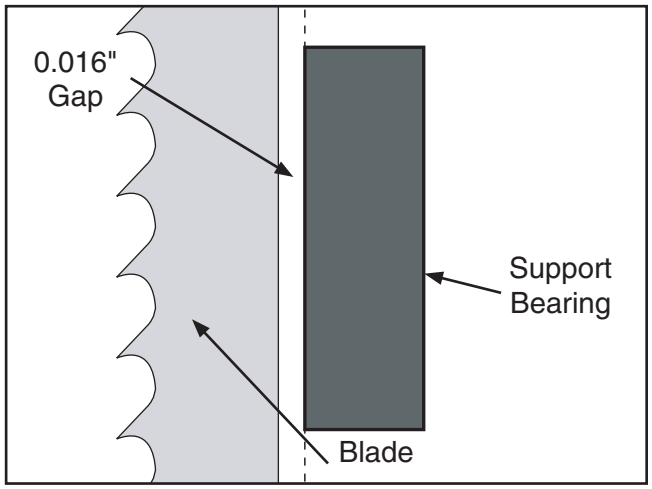
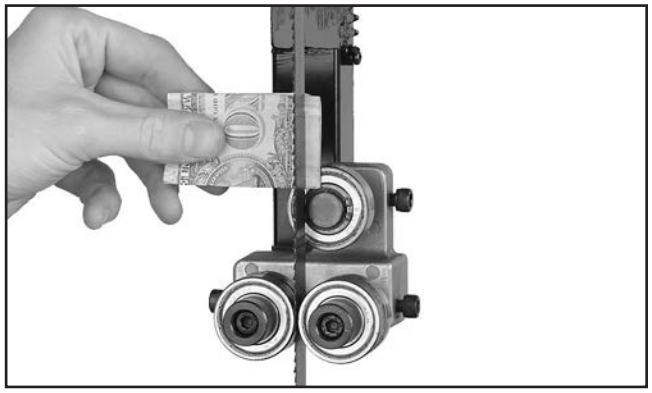

Figure 50. Blade aligned 0.016" away from the bearing edge.
Figure 51. Example of dollar bill folded twice to make an approximate 0.016" gauge.
7. Using a feeler gauge between the support bearing and the blade, position the bearing 0.016" away from the back of the blade, as illustrated in **Figure 50**.
Note: *For a quick gauge, fold a crisp dollar bill in half twice (four thicknesses of a dollar bill is approximately 0.016") and place it between the support bearing and the blade as shown in* ***Figure 51****.*
7. Using a feeler gauge, position the bearing 0.016" away from the back of the blade, as illustrated in **Figure 50**, or use a dollar bill, as shown in **Figure 51**.